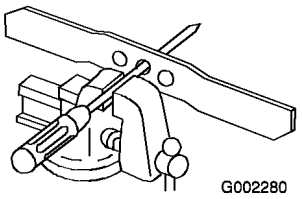

Figuur 27
1. Controleer de balans van het mes door het gat in het midden van het mes boven een spijker of de steel van een schroevendraaier te houden, die horizontaal in een bankschroef is geklemd (Figuur 27).